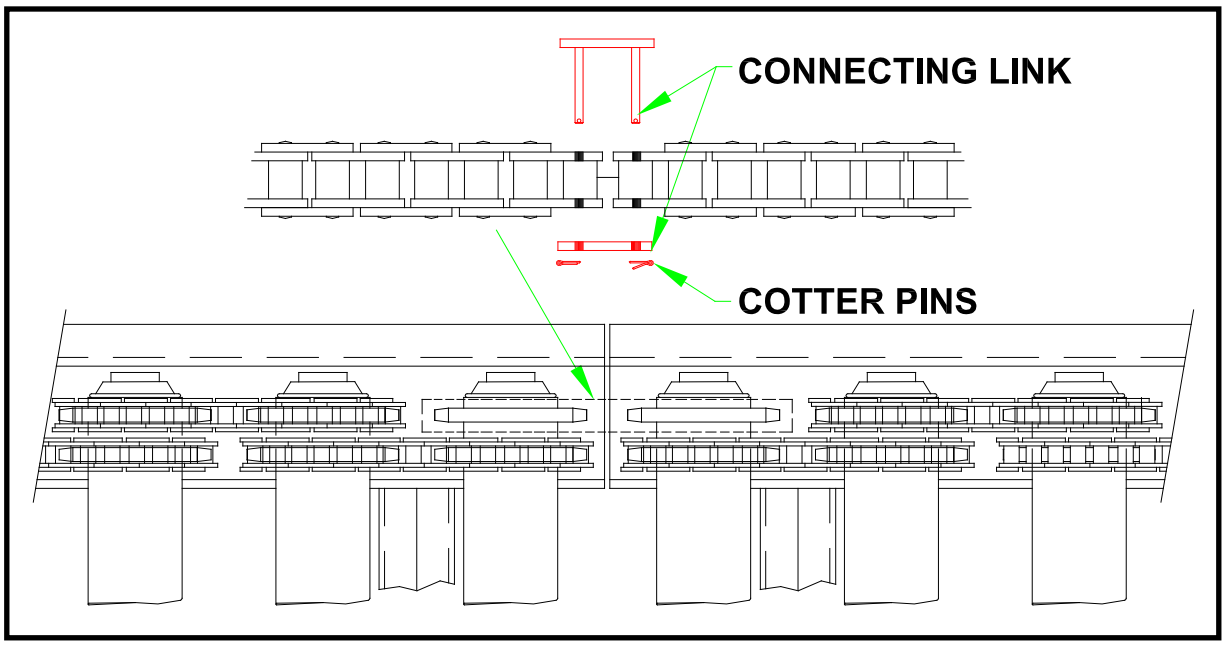

FIGURE 3
4. Take off conveyor chain guards and with strands of chain provided, connect the end rollers from one frame section to another. See ***FIGURE 3***.